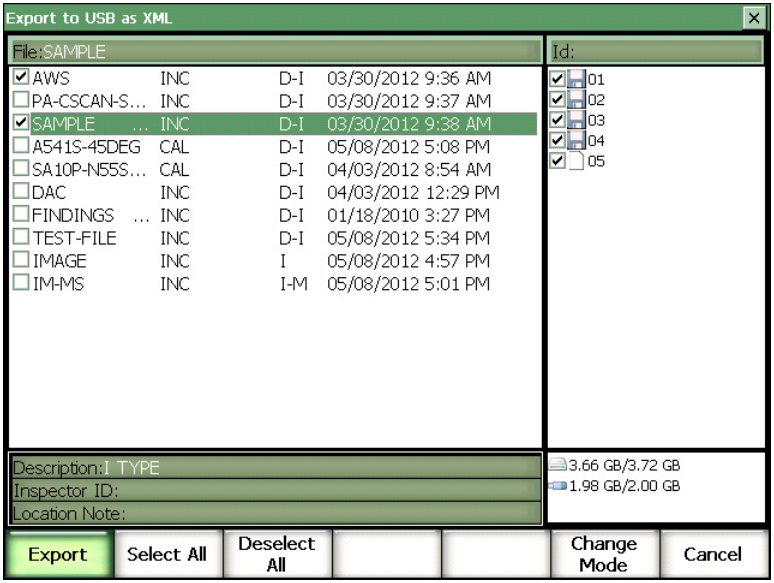

Figure 10-12 The Export page
3. Use the **[UP]** and **[DOWN]** arrow keys to navigate through the list of file names (see Figure 10-12 on page 217).